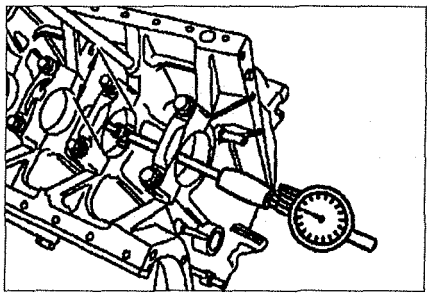

Рис. 2.70. Измерение диаметров отверстий коренных подшипников.
5. Измерьте внутренний диаметр отверстия коренного подшипника (см.рис.2.70).